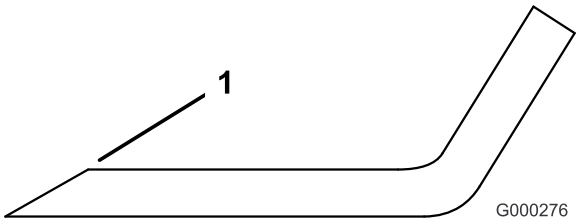

Figur 73
1. Anvend en fil til at slibe begge ender af skærekniven (Figur 73). Bevar den oprindelige vinkel. Skærekniven bevarer balancen, hvis der fjernes den samme mængde materiale på begge skærekanter.